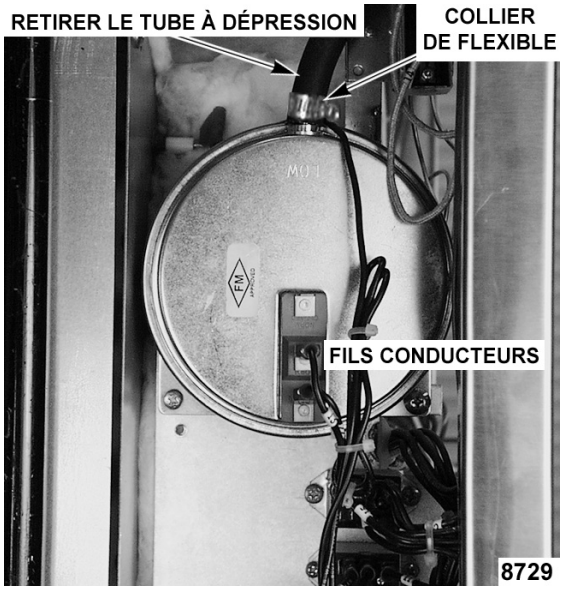

Fig. 13
C. Desserrez le collier de flexible (Fig. 13) et retirez le tube à vide du contacteur à dépression.